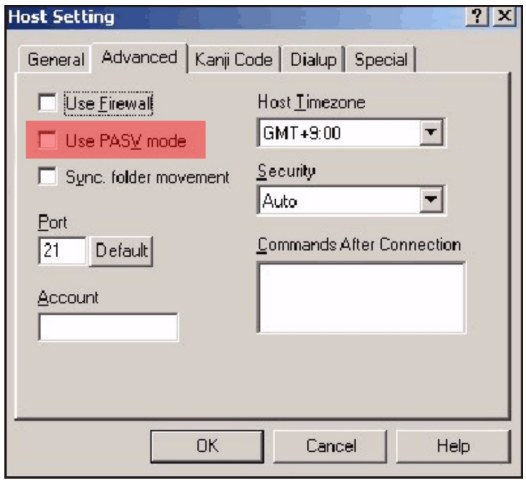

Figure 3-44 Host Setting-Advanced Tab
5. Under the **Advanced** tab, ensure the selection to **Use PASV mode** is unchecked (**Figure 3-44**).